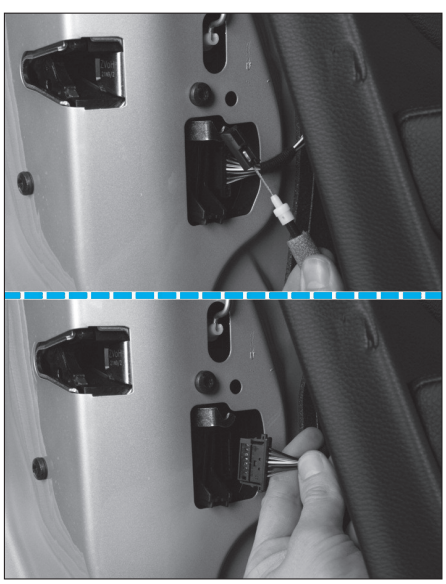

Fig. 70
• Au niveau de serrure de la porte, déloger le câble Bowden (8) puis débrancher le connecteur (9) **(Fig.70)**.